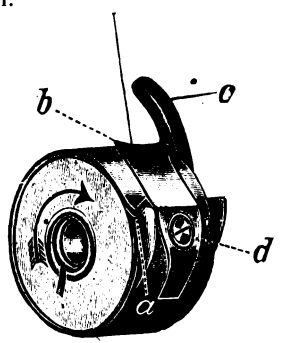

Abb. 2
1. Die Spulenkapsel beim Einsetzen der Spule (Abb. 2) mit dem offenen Ende nach oben halten.
2. Die Spule so in die Spulenkapsel hineinlegen, daß die Spule sich in der Richtung des Pfeiles (Abb. 2) abwickelt.
1. Die Spulenkapsel samt Spule auf den Stift in der Mitte des Greifers (Schiffchens) aufschieben, und zwar so, daß der Halter „c" (Abb. 2) in die Aussparung der Schiffbahn greift.
Die **rechte Spannung Nr. 1 (Abb. 2)** wird beim Knopflochnähen benutzt.
Die Spannung des Unterfadens wird durch Drehung der kleinen Schraube „d" (Abb. 2) reguliert. Dreht man diese Schraube nach rechts, so wird die Spannung stärker, dreht man nach links, so wird sie schwächer. Spannungsänderungen an der Spulenkapsel sind nach Möglichkeit zu vermeiden.
In diesem Falle ist entweder die Oberfadenspannung zu lose oder die Unterfadenspannung zu stark. Abhilfe schafft man entweder durch Drehen an der Spannungsmutter nach rechts, wodurch die Oberfadenspannung stärker gemacht wird, oder durch Drehen an der kleinen Schraube „d" (Abb. 2) nach links, wodurch die Unterfadenspannung leichter gemacht wird. Es muß solange reguliert werden, bis die Verschlingung genau in der Mitte des Stoffes liegt.
Abhilfe schafft man entweder durch Drehen an der Spannungsmutter nach links, wodurch die Oberfadenspannung loser gemacht wird, oder durch Drehen an der kleinen Schraube „d" (Abb. 2) nach rechts, wodurch die Unterfadenspannung stärker gemacht wird. Auch in diesem Falle muß solange reguliert werden, bis die Verschlingung genau in der Mitte des Stoffes liegt.